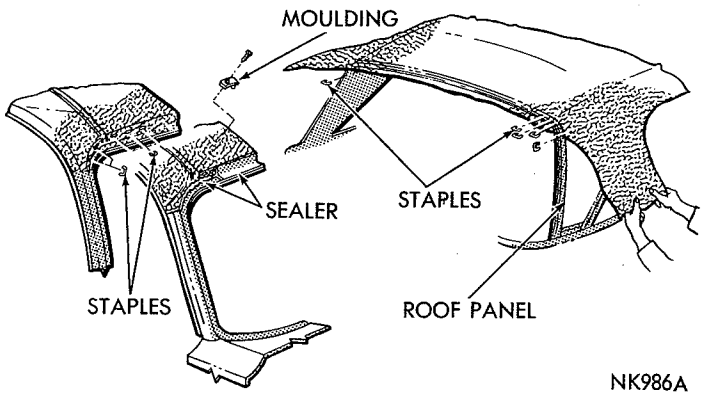

**Fig. 4—Stapling Cover at Window Reveal**
(10) Starting at the top center, secure cover to windshield reveal using staples spaced 1½ inches apart (maximum) or tacks spaced ¼ inch apart (Fig. 4).
(11) Position cover to the roof panel extension making certain all wrinkles are removed.
(12) Starting at the top center, secure cover to rear window reveal using staples spaced 1½ inch apart (maximum) or tacks spaced ½ inch apart (Fig. 4).